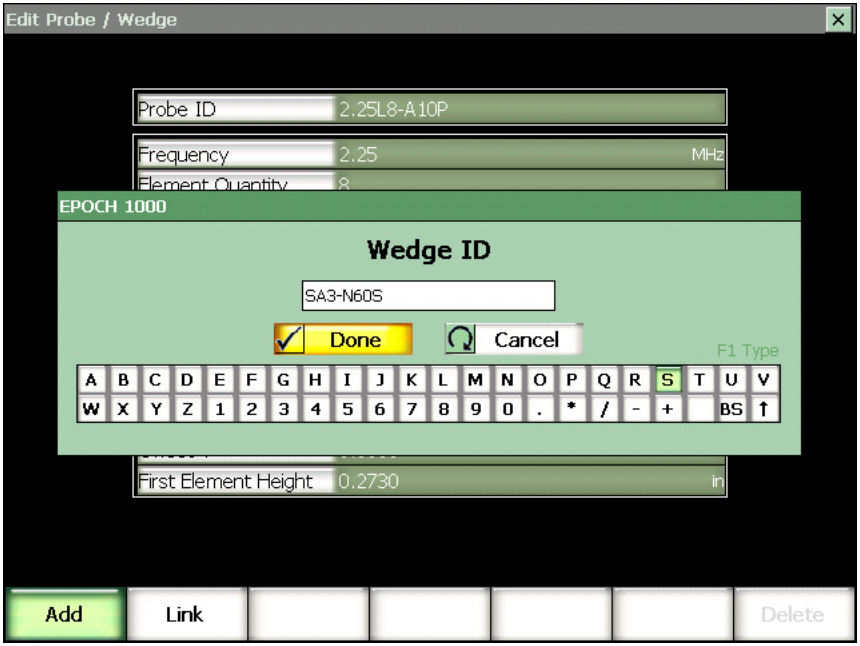

Figure 12-5 Adding a custom wedge
3. Enter the desired probe ID name using the virtual keypad (see Figure 12-5 on page 311), and then press **[CHECK]** to complete.